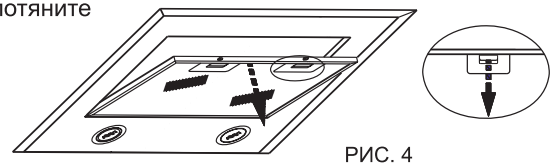

РИС. 4
8.3 Для очистки алюминиевого фильтра извлеките его из зонта (рис. 4) и произведите его очистку с помощью щетки горячим водным раствором нейтрального моющего средства вручную или в посудомоечной машине (при 60°С).
- снимите алюминиевый фильтр (рис. 4);
- перед установкой зонта снимите алюминиевый фильтр, для этого нажмите на пружинный замок на фильтре и потяните его вниз и на себя (рис. 4);